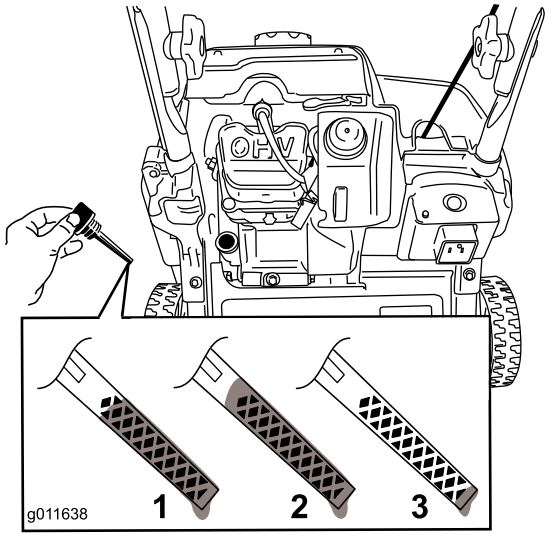

Figura 13
3. Pulite attorno al tappo del foro di riempimento dell'olio (Figura 13).
8. Per determinare quale sia il livello di olio corretto sull'asta vedere Figura 13.